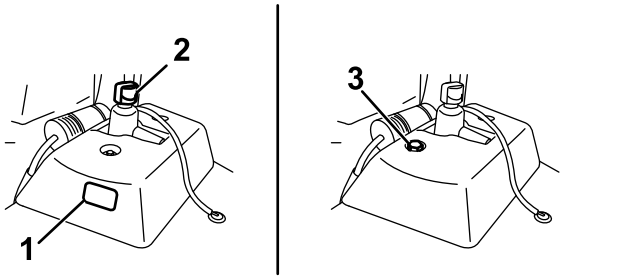

Figur 55
- Om den extra hydraultanken har ett inspektionsfönster kontrollerar du oljenivån där (Figur 55) och går vidare till steg 5.
- Om den extra hydraultanken inte har något inspektionsfönster lokaliserar du oljestickan ovanpå maskinen (Figur 55) och går vidare till steg 3.